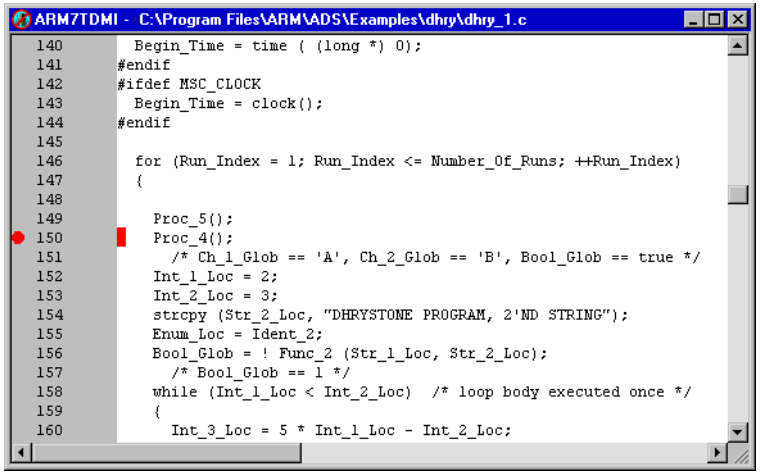

**Figure 3-2 Breakpoint set inside loop**
4. Right-click on line 150 to position the cursor there and display the pop-up menu, and select **Toggle Breakpoint** (or left-click on the line and press F9, or double-click in the margin next to the line). Another red disc and marker indicate that you have set a second breakpoint, as shown in Figure 3-2.